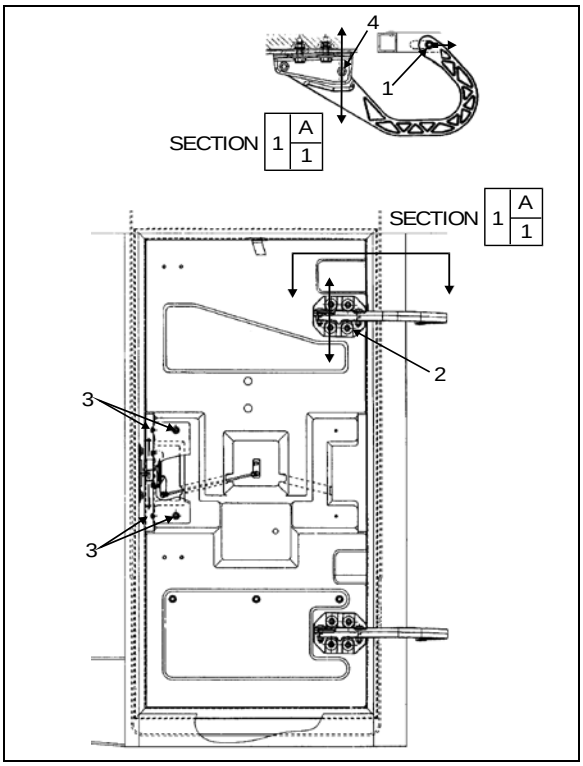

FIGURE 76: MAIN POWER COMP. DOOR 18199
1. Loosen nut (1, Figure 76).
3. Tighten nut (1, Figure 76).
4. Loosen nut (4, Figure 76).
7. Loosen screws (2, Figure 76). Screws allow the door to be shifted "UP or DOWN".